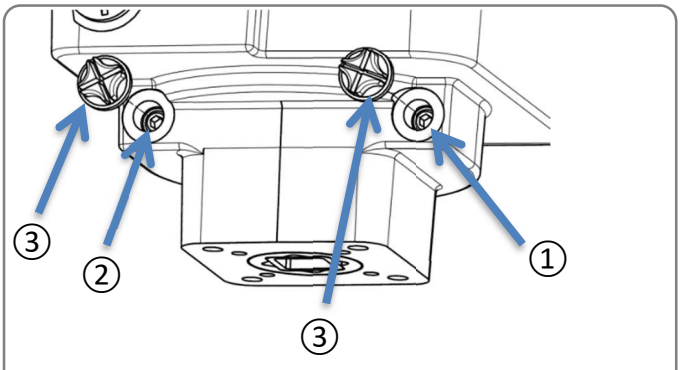

Figura 6: Fermo meccanico
- Rimuovere il cappuccio di protezione (Figura 6**Fehler! Verweisquelle konnte nicht gefunden werden.**, elemento 3) da una delle due viti di fermo.
- Ruotare la vite di fermo nella posizione di chiusura (Figura 6**Fehler! Verweisquelle konnte nicht gefunden werden.**, elemento 1) fino all'arresto.
- Ruotare la vite di fermo nella posizione di apertura (Figura 6**Fehler! Verweisquelle konnte nicht gefunden werden.**, elemento 2) serrandola a mano.